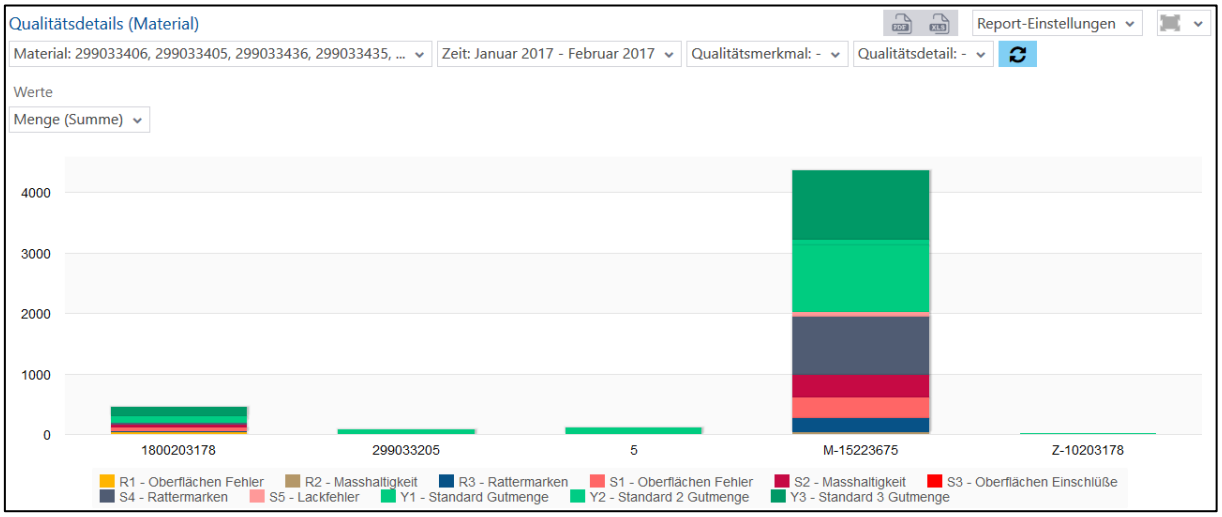

**Bild 117: Qualitätsdetails (Material) als Säulendiagramm**
- Qualitätsdetails (Material) als Säulendiagramm (Bild 117):